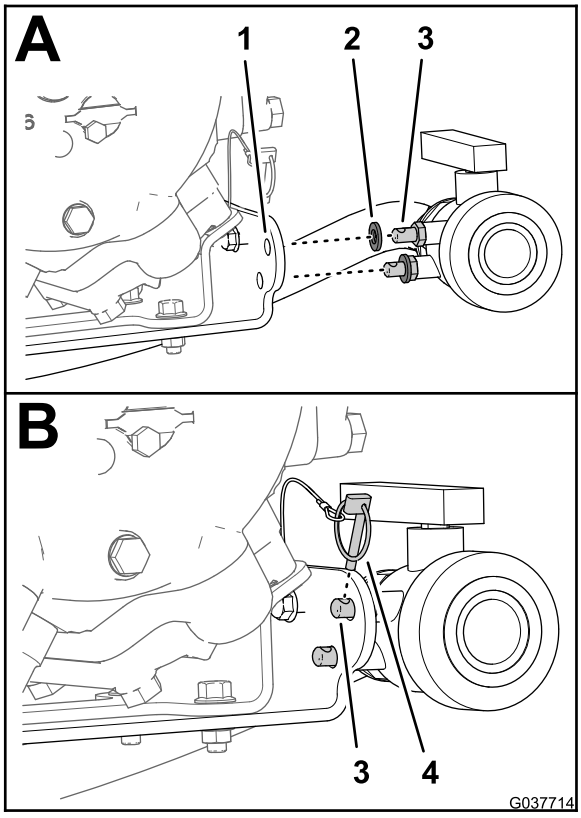

Figuur 82
2. Zorg dat de 2 rubberen ringen gemonteerd zijn op de 2 bevestigingspennen van de aftapklep (Figuur 82).
3. Lijn de 2 bevestigingspennen uit door de 2 openingen van 11 mm in de beugel van de spuitpomp (Figuur 82).
4. Bevestig de aftapklep met de borgpen op de pompbeugel (Figuur 82).